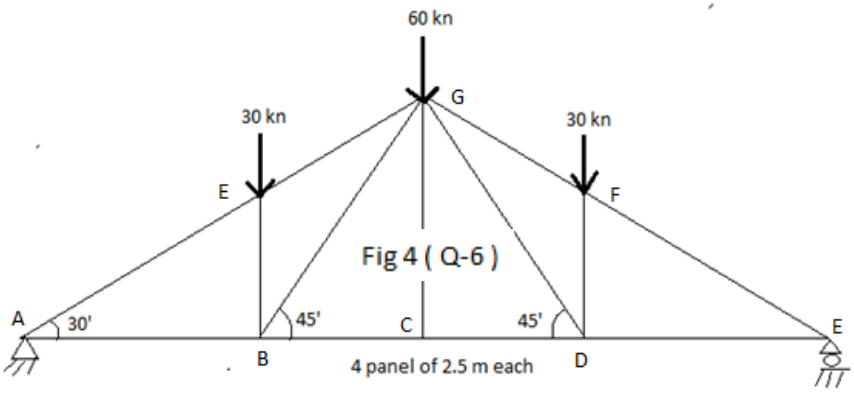

Fig 4 (Q-6)
Q.6 Draw the shear force and bending moment diagram for beam as shown in fig 4, also find out moment at point of contra flexure. (10)